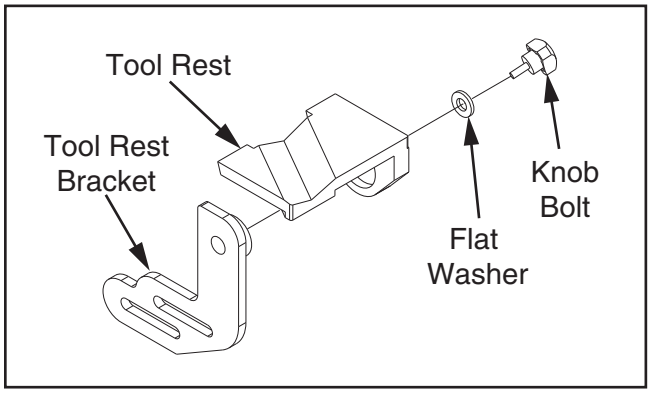

Figure 12. Left tool rest assembly.
4. Assemble left tool rest using (1) left tool rest bracket, (1) left tool rest with groove, (1) 6mm flat washer, and (1) M6-1 x 16 knob bolt, as shown in **Figure 12**.